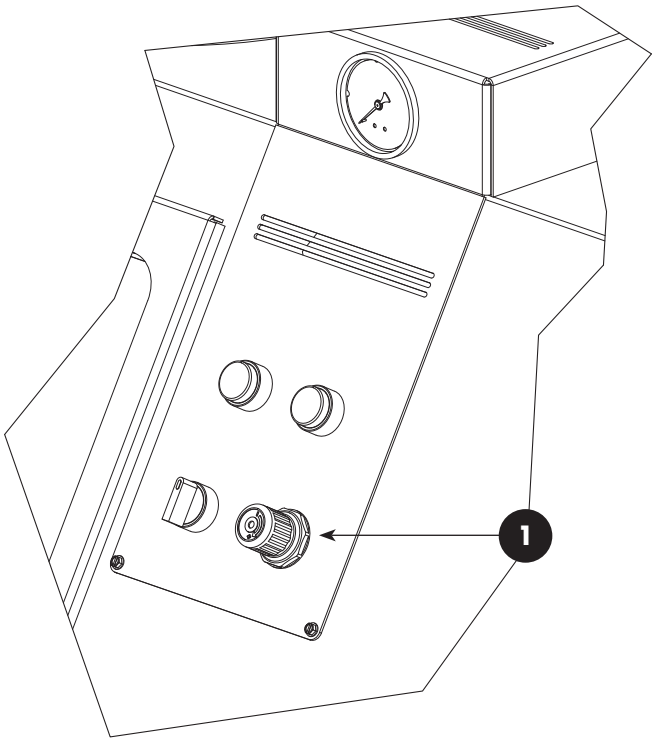

FIGURE 5: (1) Adjusting Knob (Pull knob out to unlock and adjust pressure. Push knob in to lock pressure.)
4.1 | Blasting Pressure (pilot regulator) – Figure 5
4.1.2 | Pressure registers on the gauge only while blasting. To adjust pressure, unlock the regulator knob by pulling it out, as shown in **Figure 5**. Turn the knob clockwise to increase pressure or counterclockwise to decrease pressure. Once operating pressure is set, push the knob to lock it and maintain the setting.